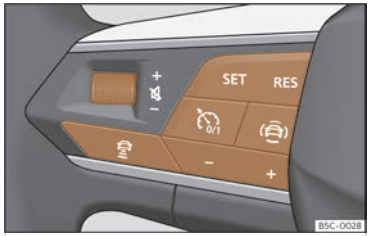

Fig. 111 En el volante multifunción: botones para manejar el ACC.
- Pulse la tecla del volante multifunción ››› fig. 111.
- Para comenzar la regulación presione la tecla **SET** ››› fig. 111.
Para programar la velocidad pulse los botones + o – ››› fig. 111 hasta la velocidad deseada. El ajuste de velocidad se realiza en intervalos de 10 km/h (5 mph).
- Pulse la tecla y, a continuación, la tecla + o – ››› fig. 111.
- Pulse brevemente la tecla ››› fig. 111 o pise el pedal del freno.